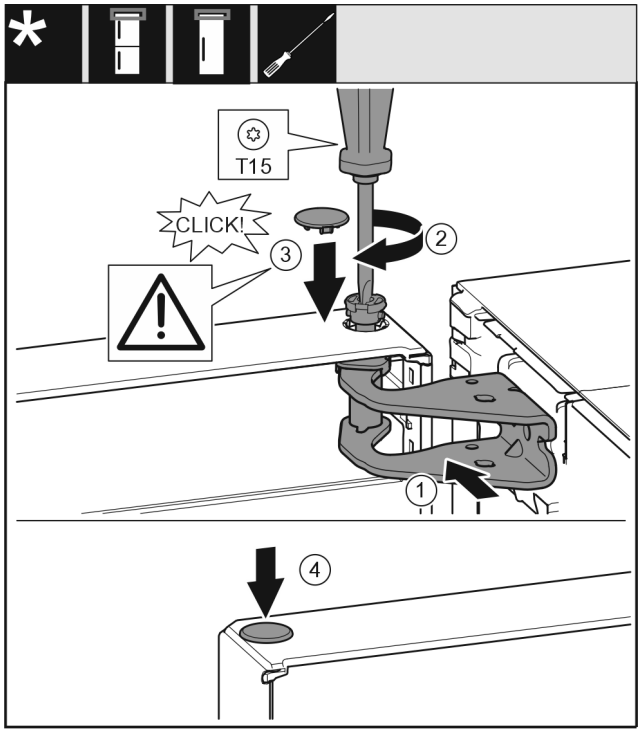

Fig. 58
- ▶ Tür oben zur Öffnung im Lagerbock *Fig. 58 (1)*ausrichten.
- ▶ Bolzen *Fig. 58 (2)* einsetzen und mit Schraubendreher festschrauben.
- ▶ Abdeckung *Fig. 58 (3)* einsetzen.
- ▶ Kontrollieren, dass die Abdeckung *Fig. 58 (3)* auf der Tür aufliegt.
- ▶ Abdeckung *Fig. 58 (4)* einsetzen.